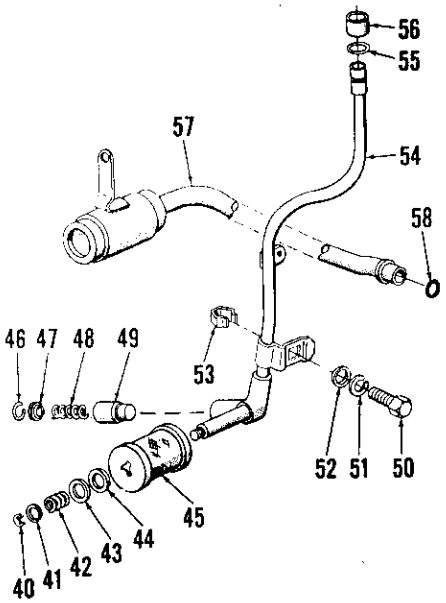

Fig. 369–Exploded view of suction and return line hydraulic fluid filters for models 2000, 3000 and 4000. System back-pressure valve is (49).
341. The hydraulic system filters are accessible after removing the hydraulic lift cover as outlined in paragraph 347. To remove the paper filter element, refer to Fig. 369 and remove the snap ring (40), then remove washer (41), spring (42), washer (43), seal (44), the element (45) and second seal. When installing new filter element, a new seal (44) should be placed at each end of filter.